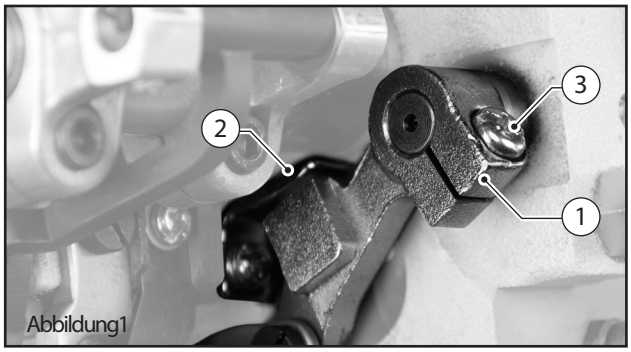

Abbildung1
Wenn der Hebel (1) (Abb. 1) an dem Anschlag (2) anliegt soll an Position (A) (Abb. 2) der Abstand zwischen der Rolle und der Welle ca. 3 mm betragen.
1. Hebel 1 an Anschlag (2) drücken; Schraube (3) lösen; Rollenhebel (2) so verdrehen, dass ein Abstand von 3 mm zwischen Rolle und Welle entsteht. (Darauf achten, dass der Rollenhebel unter Federdruck steht).
2. Schraube (3) in dieser Position festziehen.